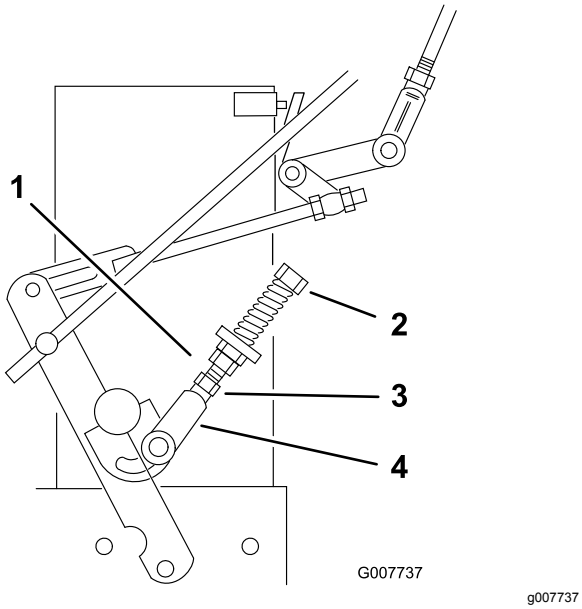

**Figur 34**
9. Om hjulet roterar när du håller drivningsspaken i NEUTRALLÄGET behöver neutralreglagelänken justeras (Figur 34). Om hjulet stannar går du vidare till steg 12.
10. Lossa muttern mot neutralreglagelänkens ok (Figur 34).
11. Justera neutralreglagelänken tills respektive drivhjul stannar när drivningsspaken dras mot neutralfjädern (NEUTRALLÄGET) (Figur 34).
12. Vrid justerbulten ca ett kvarts varv medurs om hjulet roterar bakåt och ca ett kvarts varv moturs om det roterar framåt (Figur 34).